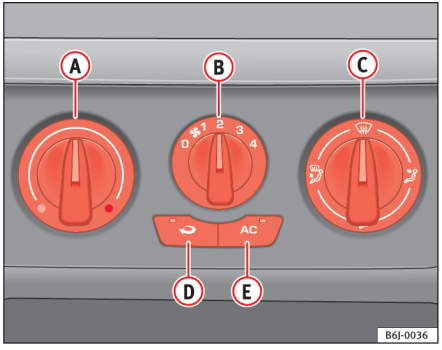

Fig. 96 I instrumentpanelet: betjeningselementer til aircondition-anlæg
– Du kan indstille temperaturen, blæsertrinet og luftfordelingen med drejekontakterne ⇒ fig. 96 (A) og (C) og med kontakten (B).
– Tryk på knappen (D) eller (E) for at aktivere eller deaktivere en funktion. Der lyser en kontrollampe i den pågældende knap, når funktionen er aktiveret.
– Luk dyserne (3).
– Åbn dyserne (4), og ret dem mod sideruden.